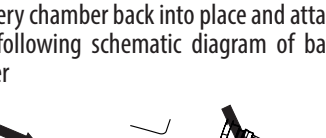

Figure 4
2. Gently pull out plastic circuit board with battery chamber approximately 1 cm (slightly less than1/2 (see figure 4)